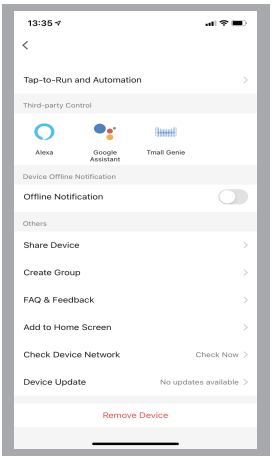

Fig. 21
B). Click " ✎ " on the main interface and enter into the interface Fig.21, users can get to know the guides of connecting EXVAC700 to the third-party, such as Alexa, Google home, etc, to create group, to check device network or update the firmware of the robot or remove the device.